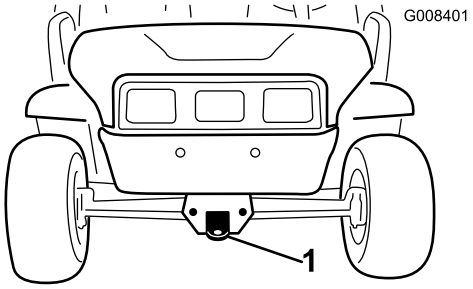
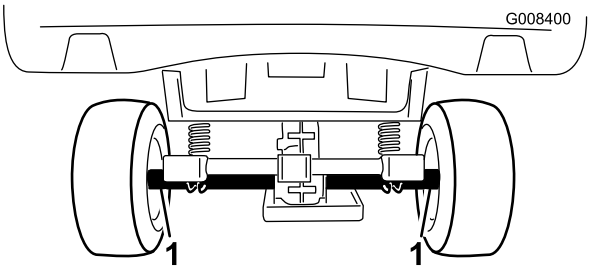

Figuur 23
Figuur 24
Gebruik een aanhanger om de machine over lange afstanden te transporteren. Zorg ervoor dat de machine stevig is bevestigd op de aanhanger. Zie Figuur 24 en Figuur 23 voor de plaats van de bevestigingspunten van de machine.
2. Bevestig een sleepkabel aan de lip op de voorzijde van het machineframe (Figuur 23).